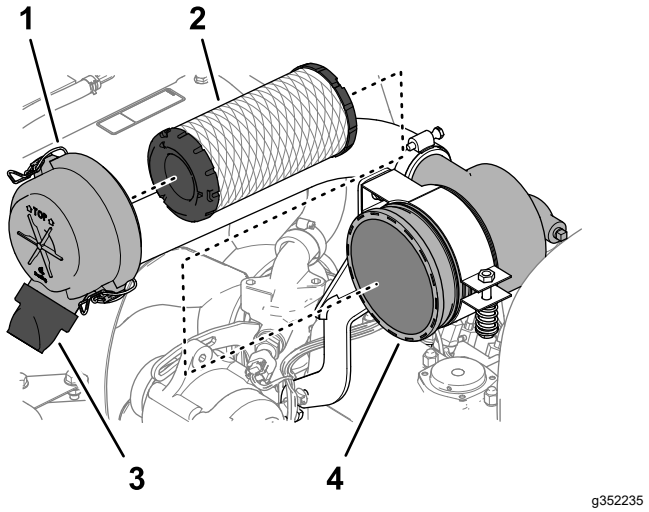

Figur 76
3. Åbn låsene, der fastgør luftfilterdækslet til luftfilterhuset (Figur 76).
6. Fjern filterelementet (Figur 76).
7. Fjern gummiudløbsventilen (Figur 76) fra luftfilterdækslets åbning til udblæsning af snavs.